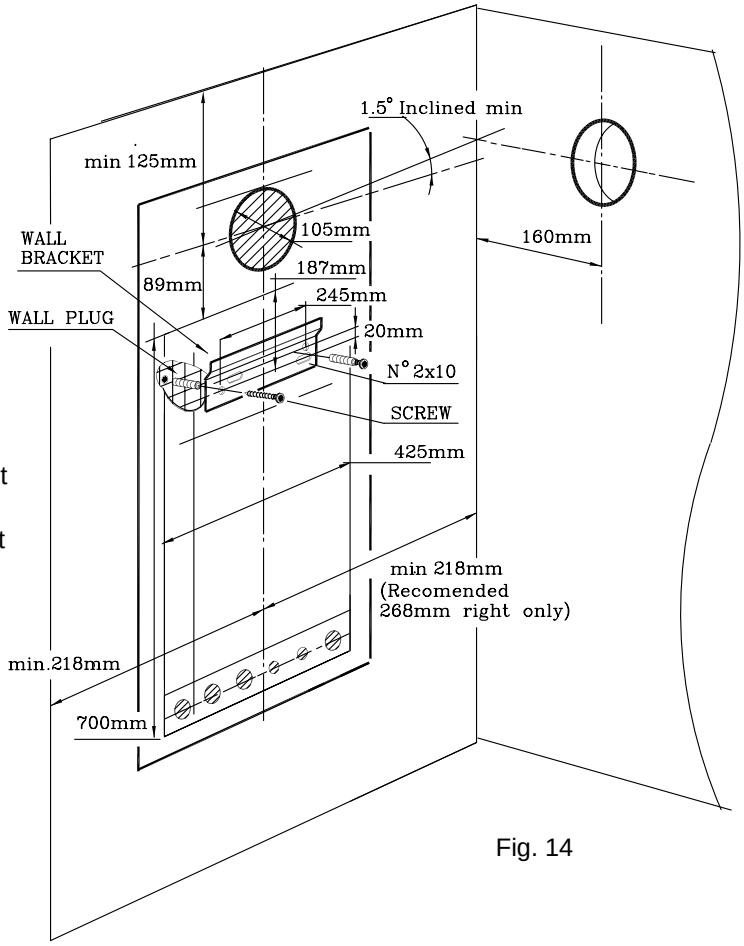

Fig. 14
5.6 INSTALLING THE APPLIANCE FOR SIDE FLUE OUTLET (Fig. 14 15 16 17 18 19)
- Attach the template to the wall with adhesive tape, making sure that the centre line is vertical and that the distance from the centre line to the nearest side wall is not less than measurement in Fig.14.
- Trace the centre of the flue duct hole measure distance . From the corner of the wall (Fig.14), measure the distance (160 mm) between the centre of flue duct hole to the corner.